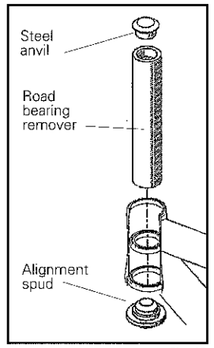

Fig. 42
1. Insert the **steel anvil** into the thin-walled end of the **road bearing remover** (Fig. 42).